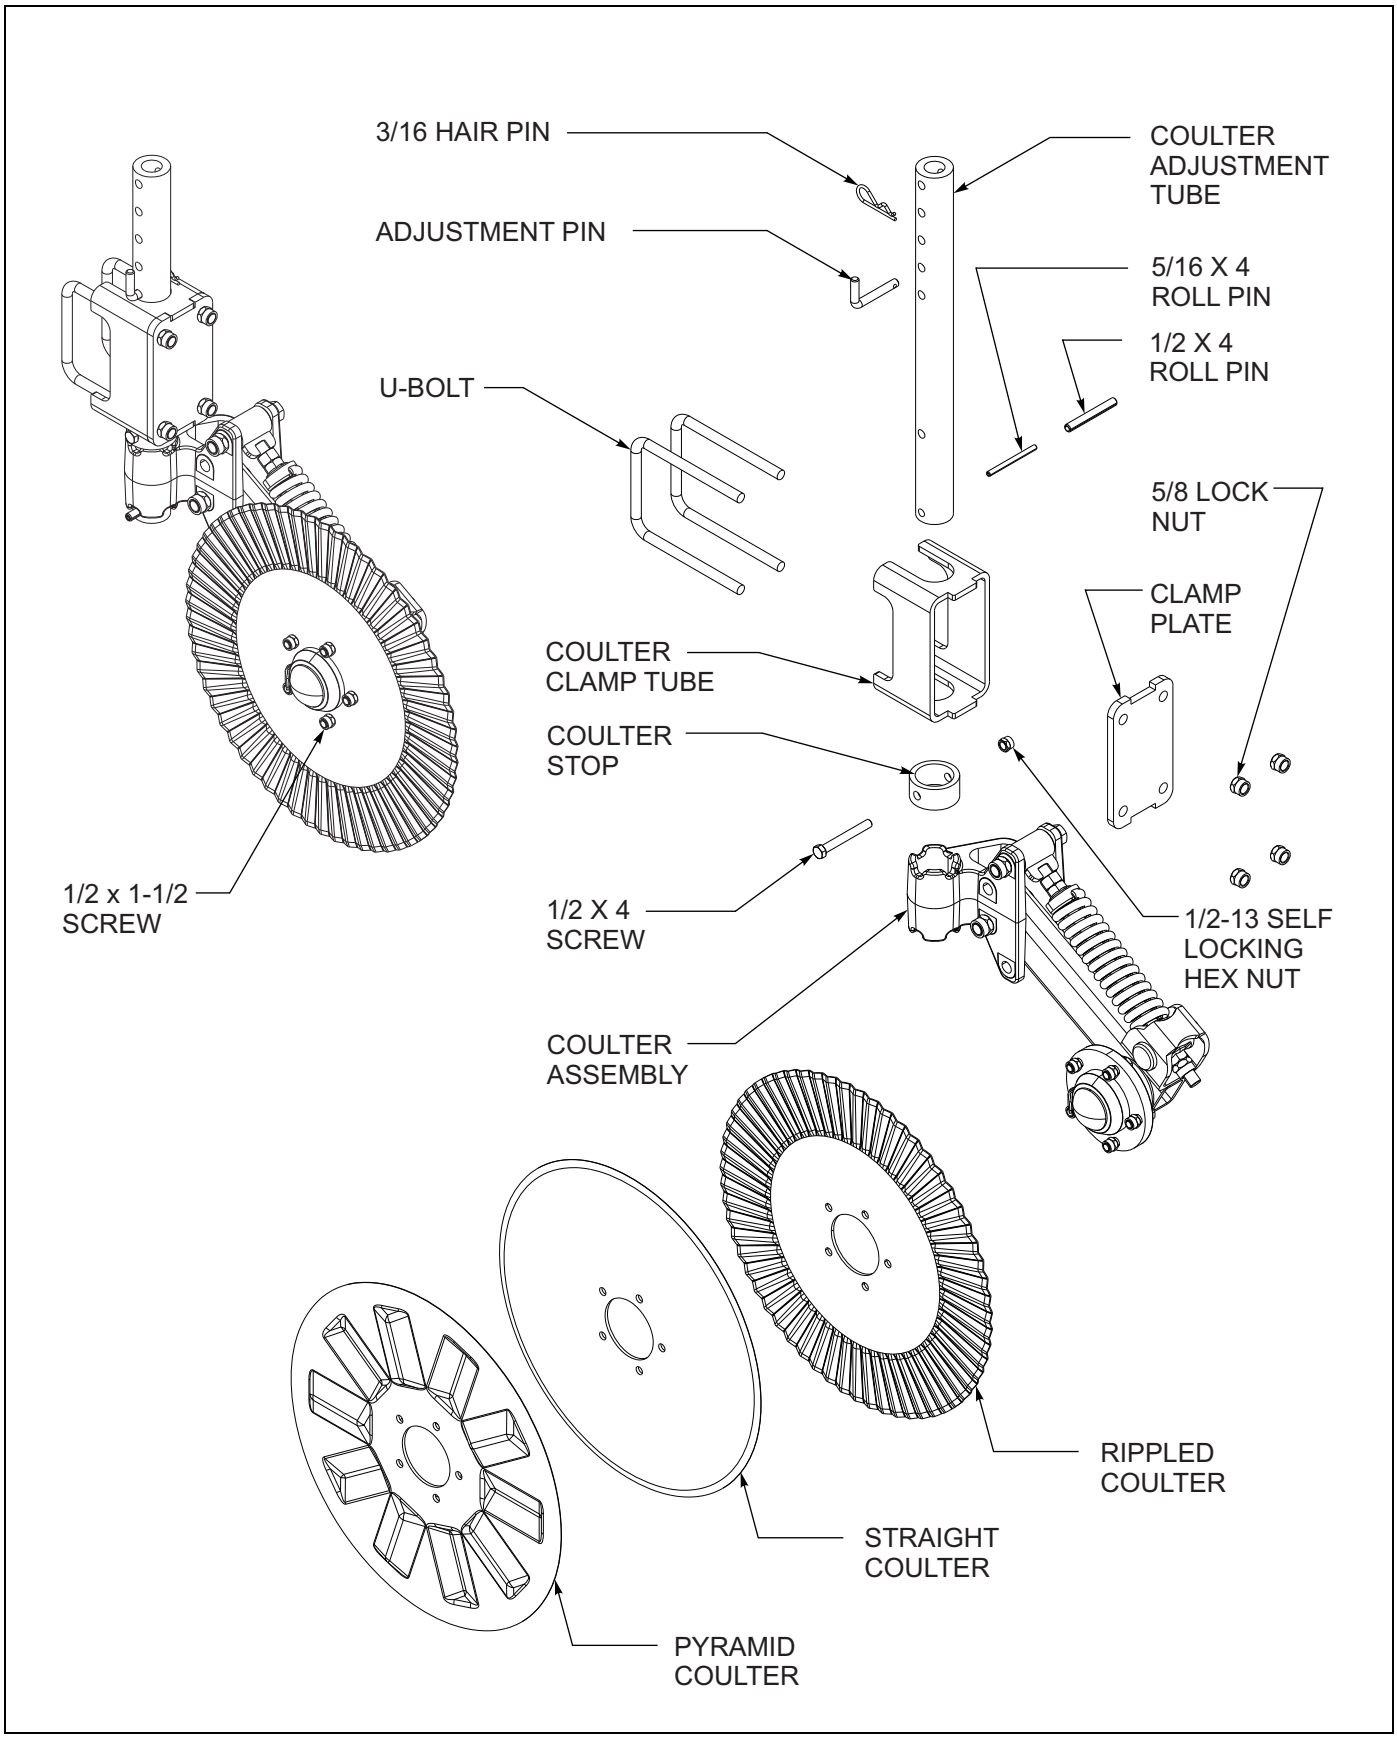
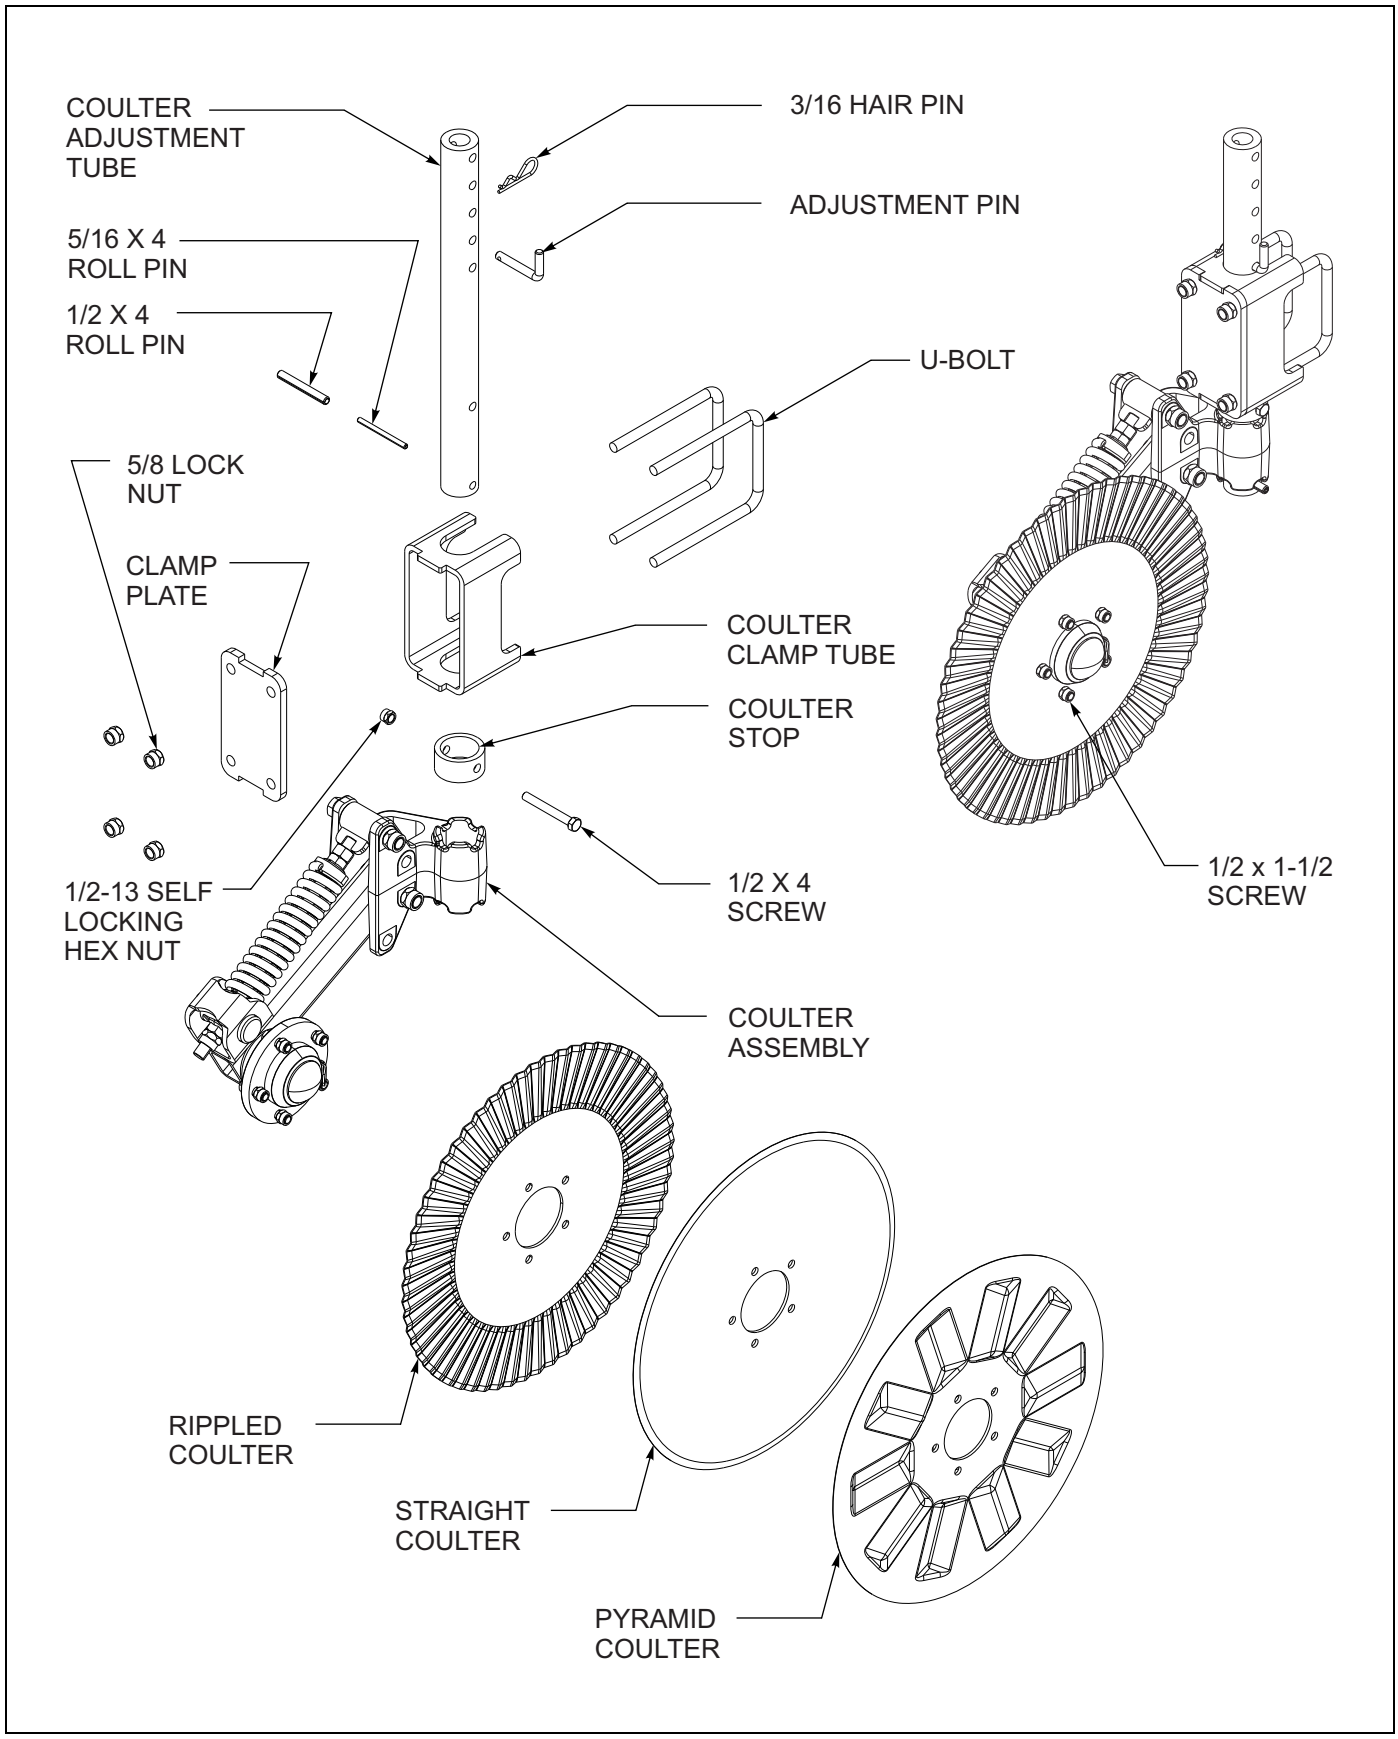

Figure 3-9: Right Hand Coulter Assembly
Figure 3-10: Left Hand Coulter Assembly
1. Assemble coulter adjustment tube to coulter assembly using roll pins 1/2 x 4 and 5/16 x 4. Assemble the coulter stop to the coulter adjustment tube using 1/2 x 4 screw and nut **(See Figure 3-9 and Figure 3-10.)**